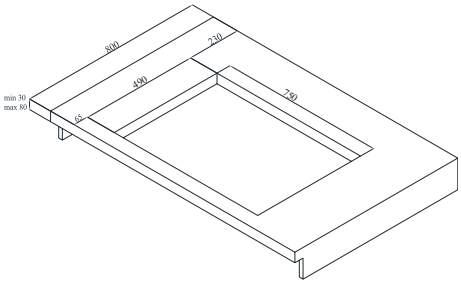

Abb. 7
2. Die Oberfläche, an dem das Gerät montiert werden soll, muss nach der Maßzeichnung vorbereitet sein(Abb. 7).
Beachten Sie die Informationen bei der Vorbereitung der Arbeitsplatte(Abb. 7).